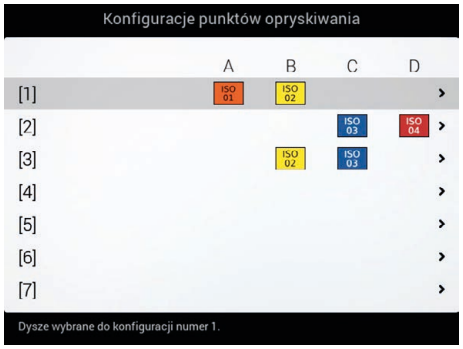

Rys. 47
- Wybrać konfigurację do ustawienia (Rys. 47).